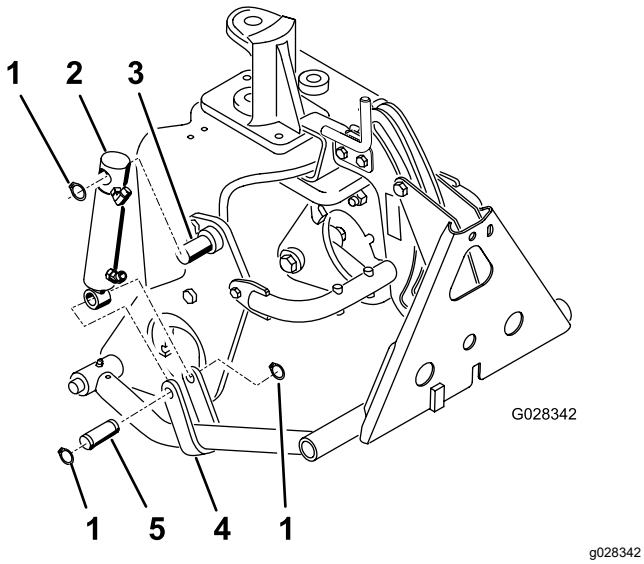

Bild 19
3. Befestigen Sie das obere Ende des Hydraulikzylinderrohrs mit einem Sicherungsring (Bild 19) am Stift der rechten Pflugplatte.
4. Befestigen Sie die Zylinderstange mit einem Stift und zwei Sicherungsringen (Bild 19) an den Schubarmlaschen.